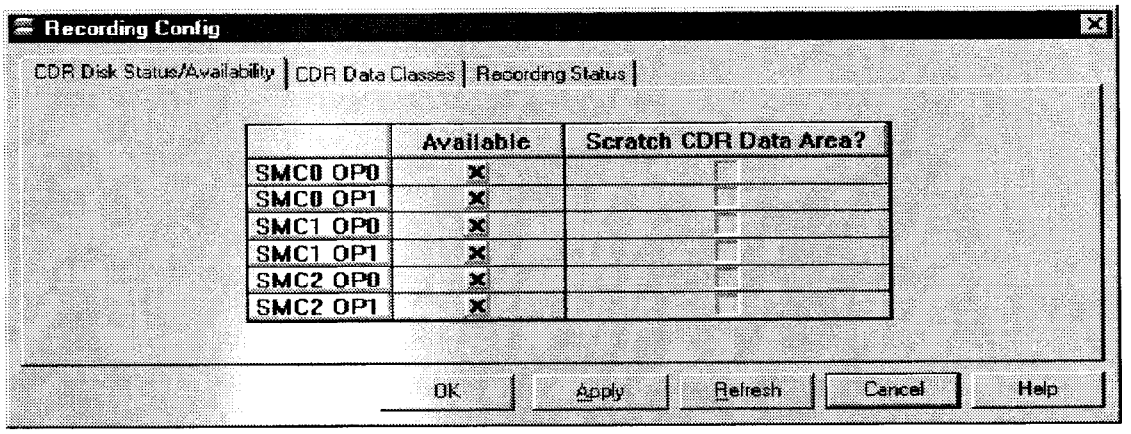

FIGURE 4-72. RECORDING CONFIG WINDOW
2. Observe the Recording Config window (Figure 4-72).
4. CDR Disk Status/Availability tab (Figure 4-72).